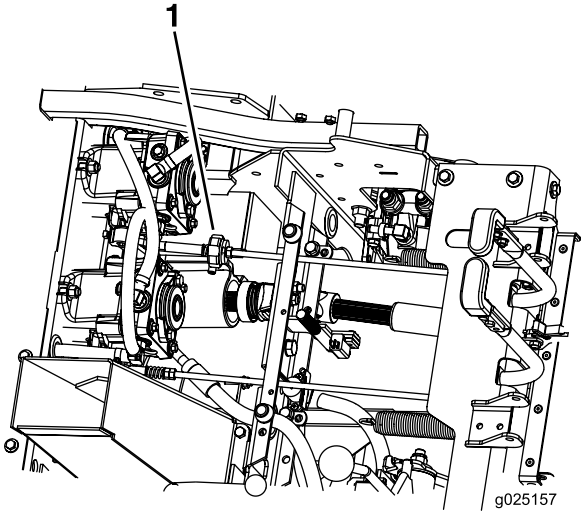

Figuur 50
6. Controleer en verzeker dat de machine niet kruipt in neutraal als de parkeerrem is vrijgezet (Figuur 50).